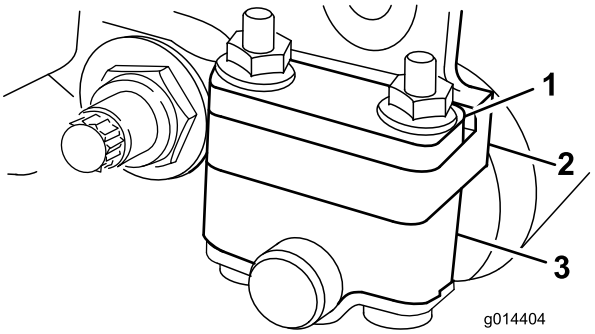
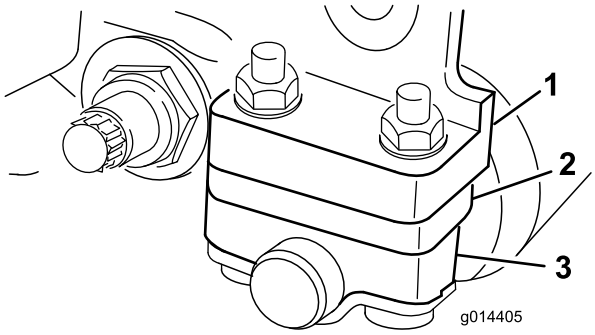

Figura 6
Figura 7
In base all'altezza di taglio desiderata occorrerà regolare le staffe del rullo posteriore (Figura 6 o Figura 7) nella posizione bassa o alta:
- Collocate il distanziale sopra la flangia di montaggio della piastra laterale (impostazione di fabbrica) se l'altezza di taglio è compresa tra 1,6 mm e 6,4 mm (Figura 6).
- Collocate il distanziale sotto la flangia di montaggio della piastra laterale se l'altezza di taglio è compresa tra 3,2 mm e 25 mm (Figura 7).
4. Collocate i distanziali sulle viti al di sopra o al di sotto delle staffe del rullo, come opportuno (Figura 6 o Figura 7).